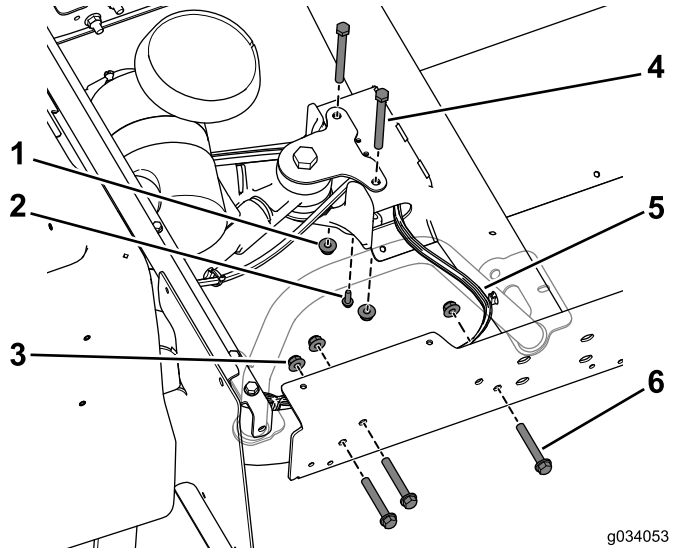

Figure 28
8. Use the 3 bolts (3/8 x 2-1/2 inches) and flange nuts to loosely install the extension rail to the rear frame (Figure 28). Do this on both sides of the machine.
Note: Ensure that the wire harness exits the center channel on the right side (Figure 28).
9. Use the self-tapping screw (1/4 x 3/4 inch) to brake line tee to the center channel (Figure 28).
10. Use the 2 bolts (3/8 x 3-3/4 inches) and flange nuts to loosely install the center channel to the rear mount (Figure 28).